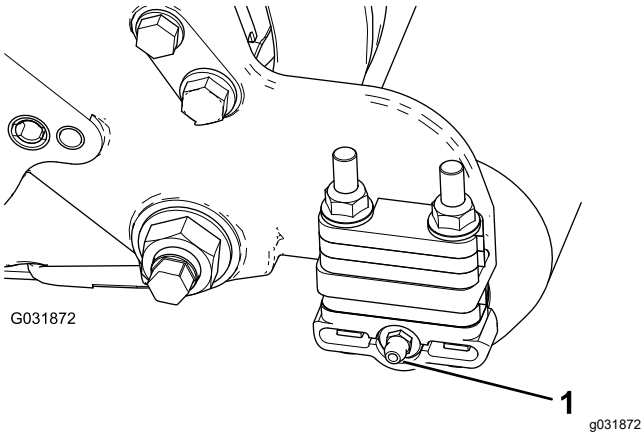

Figure 8
2. Montez le graisseur à 90° face à l'arrière (Figure 8).